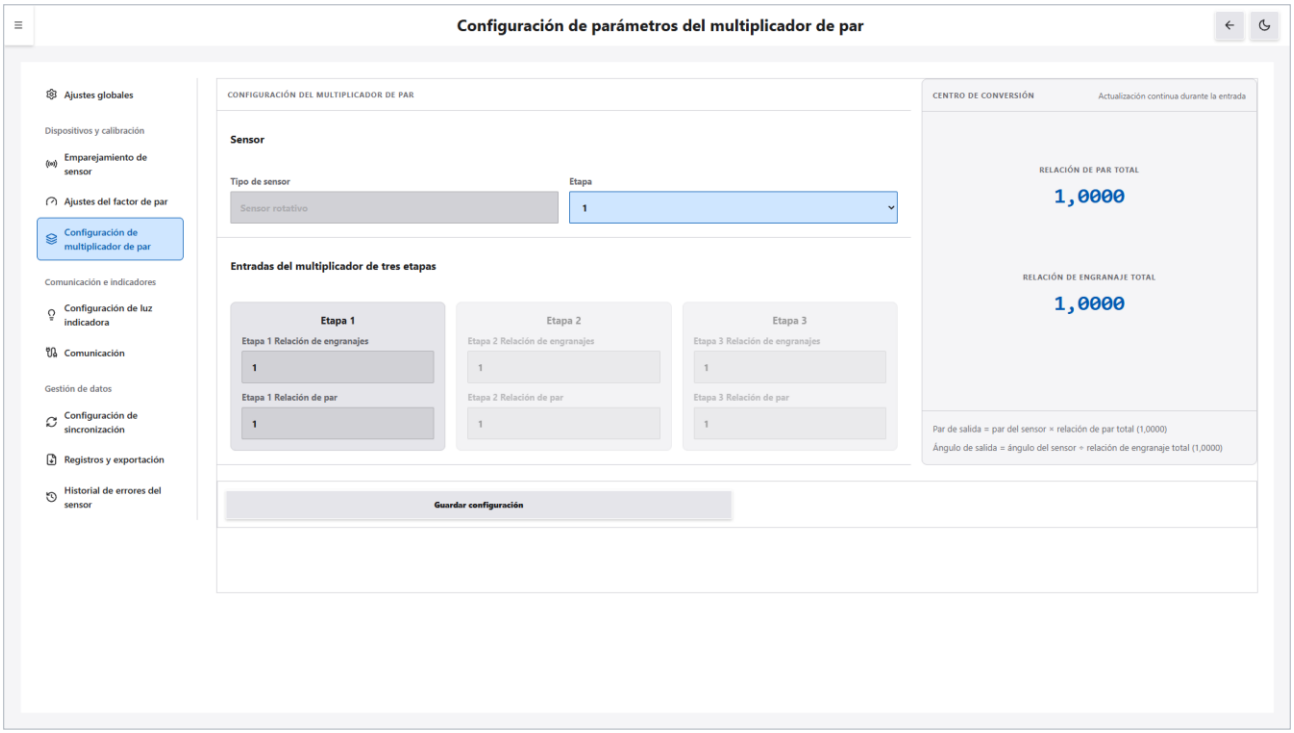

Figura 12-9 Pantalla de parámetros del multiplicador de par
La Figura 12-9 muestra el estado con «Etapa» 1 y las seis relaciones a 1; «Relación de par total» y «Relación de engranaje total» son 1,0000, y las tarjetas de las etapas 2 y 3 aparecen atenuadas.
1. Abra «Configuración de multiplicador de par». Aparece la pantalla de la Figura 12-9, con los valores guardados actualmente en los campos.